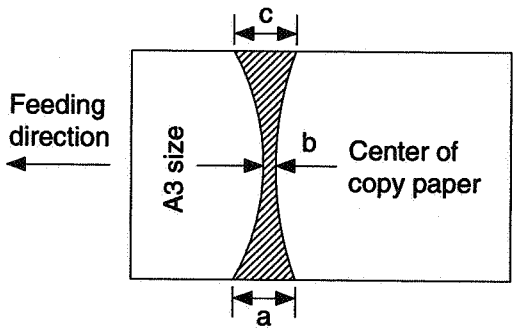

Figure 2-25
- The above steps will deliver a measurement sheet like the one shown in Figure 2-25.